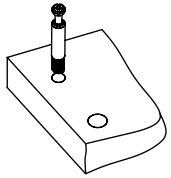

Рис.3
4. Вставьте головки минификс в соответствующие плоскостные отверстия деталей 13 и 14 (Рис. 3).